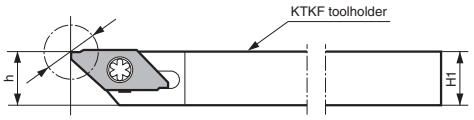

Fig.2 When a TKF-NB insert is attached
2) If the 1mm adjustment is not possible on your automatic lathe, use the TKF-NB. (Ref. to Fig.2.)